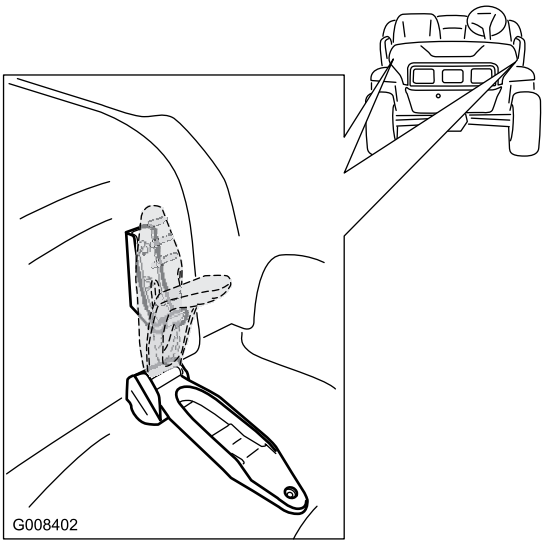

Figuur 27
1. Til de handgreep van de rubberen grendels aan weerszijden van de motorkap op (Figuur 27).
2. Bevestig de motorkap door de rubberen grendels uit te lijnen met de grendelbevestigingen aan weerszijden van de motorkap (Figuur 27).